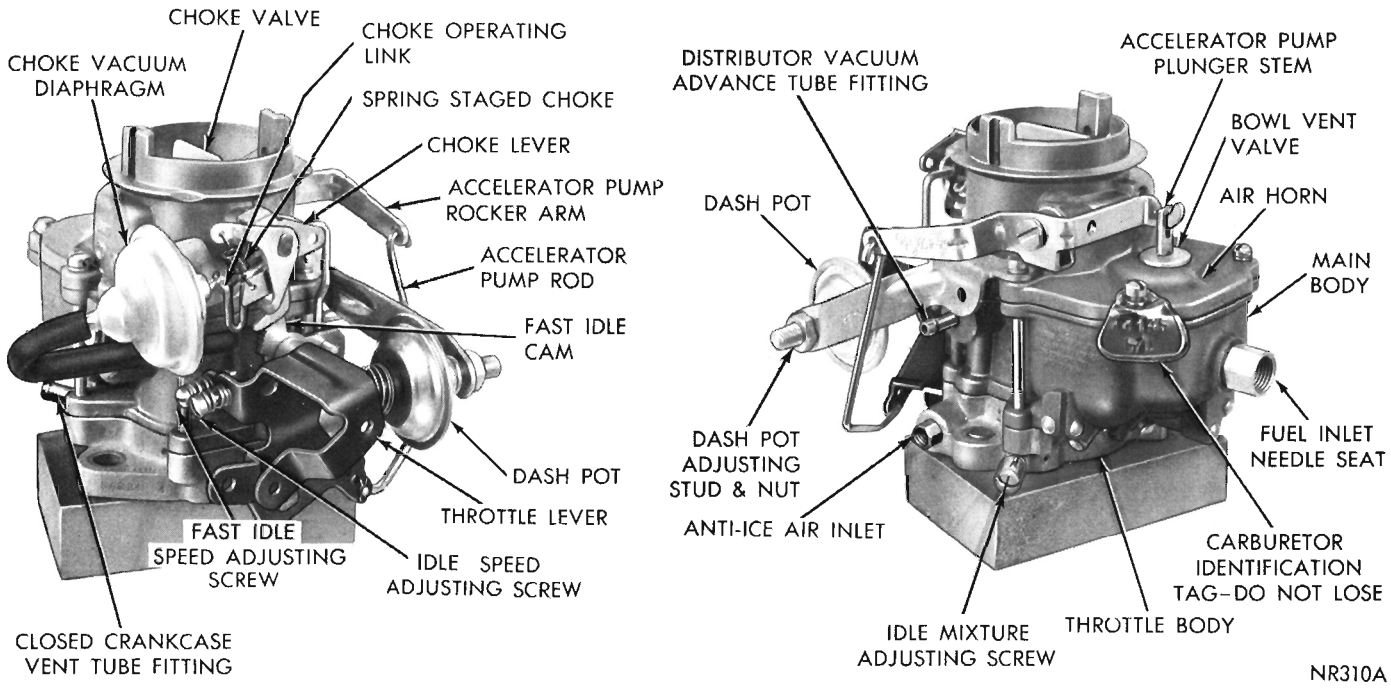

Fig. 1—Carburetor Assembly (BBS-4601S)
The Ball and Ball single throat carburetor models BBS-4601S and BBS-4602S are used on the 170 cu. in. engine when the vehicles are equipped with a manual or automatic transmission respectively. (See Specifications) (Figs. 1 or 2).
The spring staged choke, (Fig. 1) is a device incorporated in the choke mechanism which limits the choke blade closing torque when cranking the engine at temperatures below zero. Thus the spring staging of the choke is a better match for the engine's starting mixture requirements at the low temperatures.
DISASSEMBLING CARBURETOR (Figs. 1 or 2)
(1) Place carburetor assembly on repair block, Tool C-3225.
(2) Remove hairpin clip and disengage accelerator pump operating rod.
(3) Remove vacuum hose between carburetor main body and vacuum diaphragm.
(4) Remove clip from choke operating link and disengage link from diaphragm plunger (stem) and choke lever. (Fig. 1).
(5) Remove vacuum diaphragm and bracket assembly and place to one side to be cleaned as a special item. A liquid cleaner may damage diaphragm material.